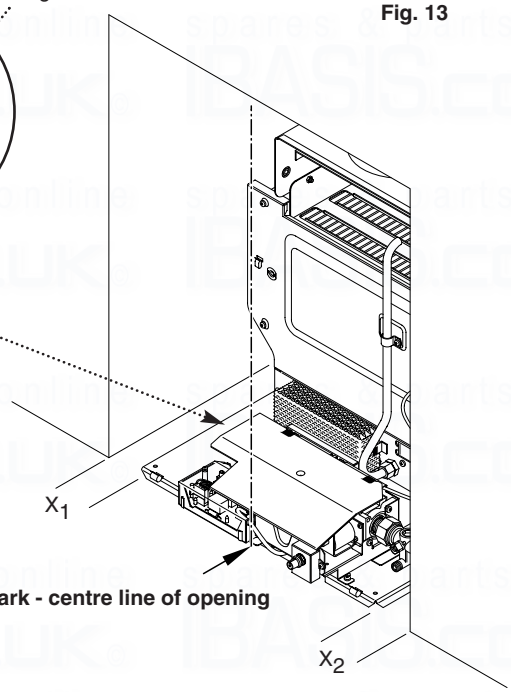

Fig. 15
4. Locate and mark the centre line of the finished opening and hearth (Fig. 15).
6. Align the boiler centrally using the "V" mark on the front centre of the appliance base. Check the distance between each side of the base and opening. They should be equal (Fig. 15).